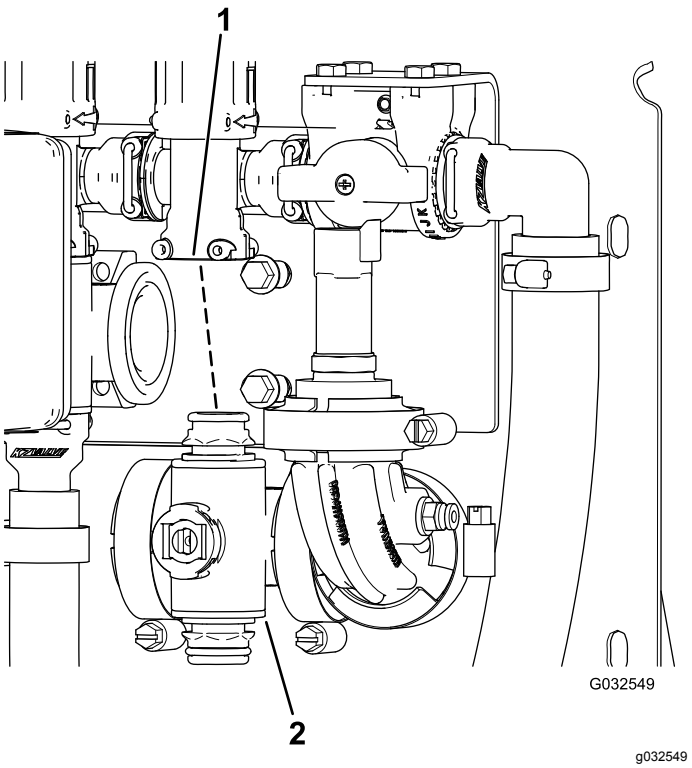

Figur 110
3. Fjern sektionsventilmanifolden fra maskinen (Figur 110).